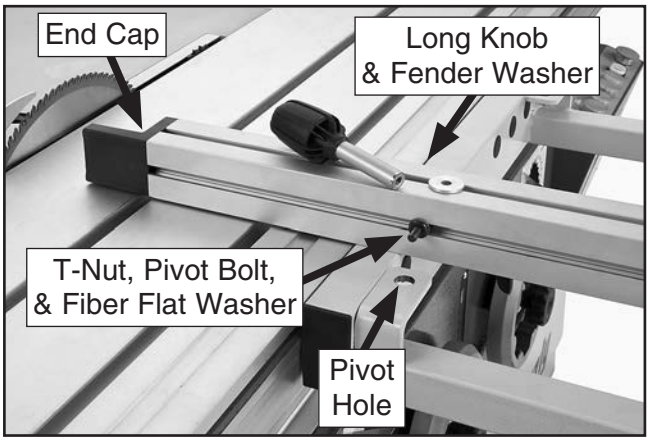

Figure 45. Crosscut fence hardware near to blade.
a. Insert (1) M8-1.25 T-nut into T-slot, then loosely thread M8-1.25 pivot bolt with 8mm fiber flat washer into T-nut (see **Figure 45**).
b. Position crosscut fence so edge cap (see **Figure 45**) is close to but not touching main blade.
c. Align the pivot bolt with pivot hole (see **Figure 45**), then fully tighten pivot bolt.